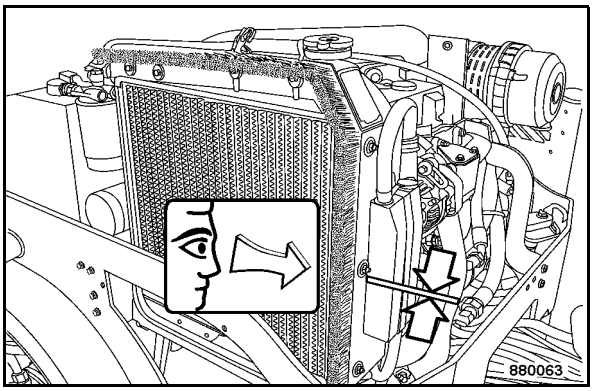

Fig. 176
- Fill in coolant up to the “MAX” mark (Fig. 176).